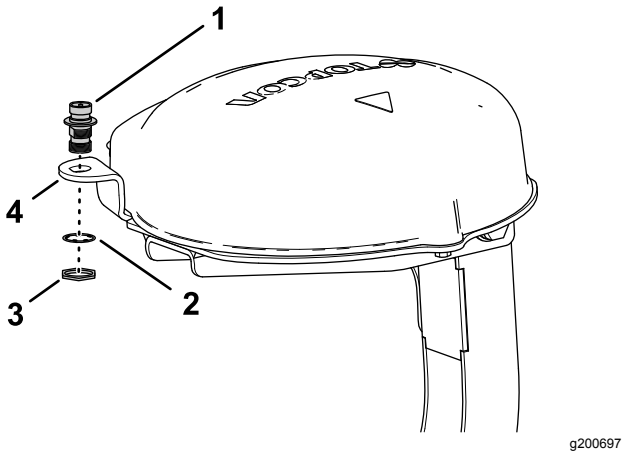

Figur 157
1. Ret koaksialkoblingen gennem åbningen i RTK-antenneflangen, så den passer med gevindet i koblingens kantplade (Figur 157).
2. Monter koaksialkoblingen på modtagerpladens flange med låseskiven og kontramøtrikken, og stram møtrikken med håndkraft (Figur 157).